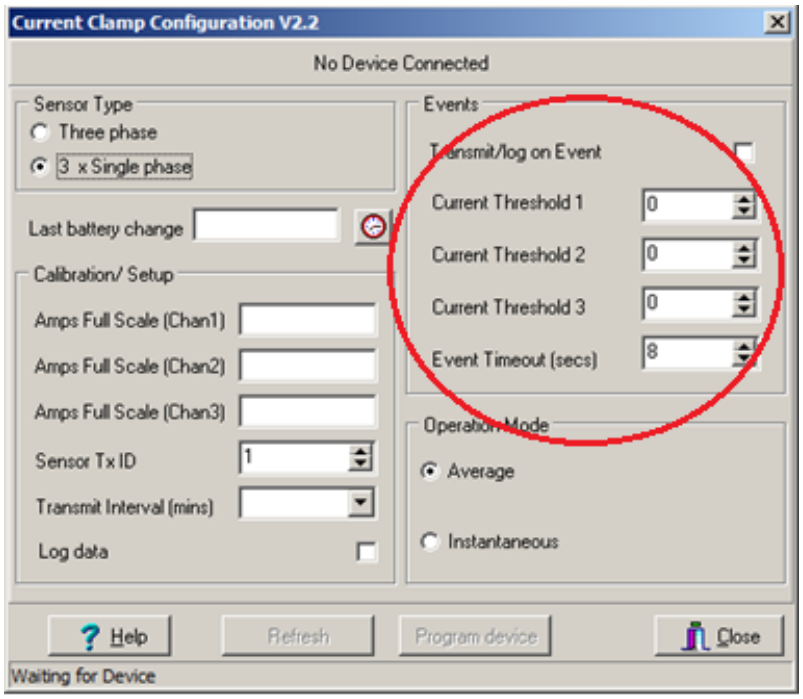

Figure 67
- If **3 x Single Phase** is selected, then three individual thresholds can be entered. See Figure 67 below: